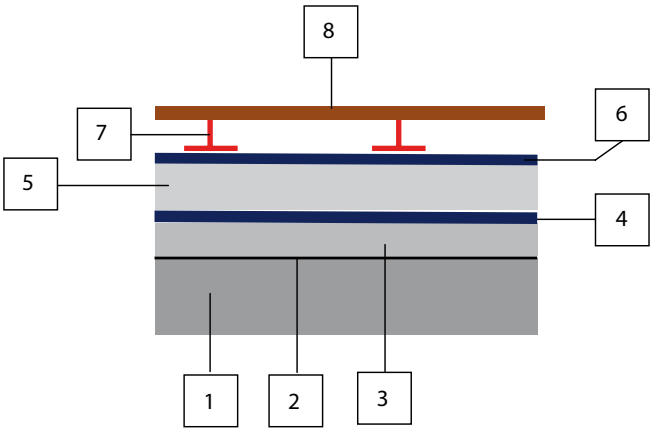

RYS. 2 **Wariant wykonania połaci balkonowej z dodatkową izolacją międzywarstwową;** *rys.: autor*
- drugi przypadek: na płycie lub warstwie spadkowej izolacja międzywarstwowa, na niej jastrych dociskowy, hydroizolacja oraz podstawki dystansowe i posadzka (**RYS. 2**),